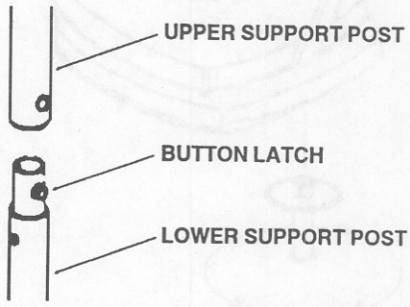

Figure 3-4. Installing upper support post.
c. Push the upper support post downward onto the lower support post until it is locked by the spring-loaded button latch. A slight back and forth circular motion may be required to align the button latch and its mating hole. Refer to figure 3-4.